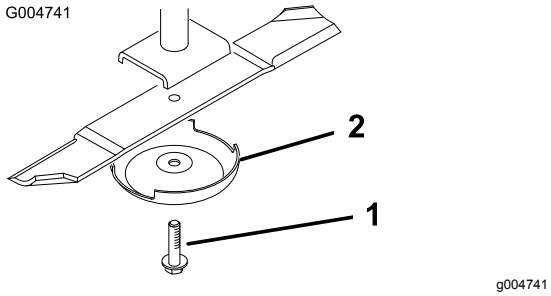

Figur 131
4. Tag fat i enden af skærekniven med en klud eller en tykt foret handske, og fjern skæreknivsbolten, antiskalperingskoppen og skærekniven fra spindelakslen (Figur 131).